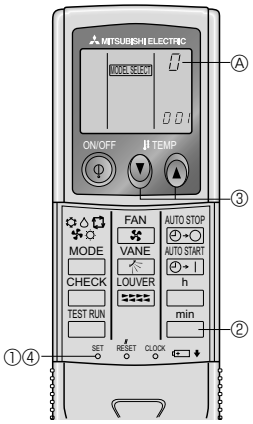

Fig. 6-4
4) IR wireless remote controller pair number setting operation (Fig. 6-4)
① Press the SET button with something sharp at the end.